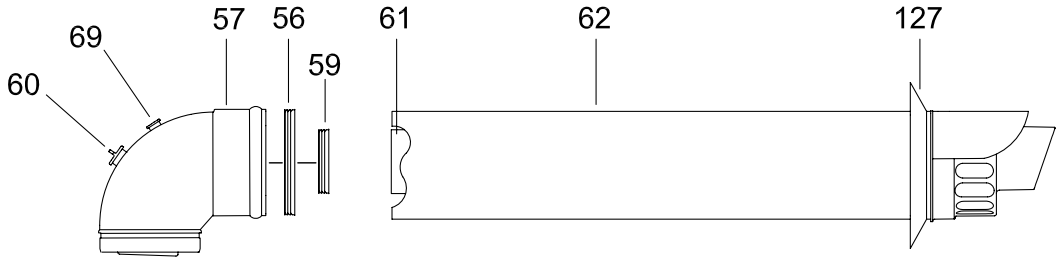

Fig 10
HORIZONTAL FLUE KIT BOX CONTAINING (Fig 10):
Note: Add 30mm to overall flue length to allow for terminal wall cover.(fig.10 item 127).
Note: Add 30 mm to overall flue length to allow for terminal rubber wall seal (fig.10 item 127).
Working above the boiler pull the flue duct towards the elbow in order to engage the tube into its header (fig.10). Position the flue elbow in line with the flue and push so as to locate inner and outer flue correctly. Ensuring a good seal is made with O-rings. Tighten the two screws on the flue flange to secure the elbow header in place.
Terminal rubber wall seal must be fitted (item 127 fig.10).